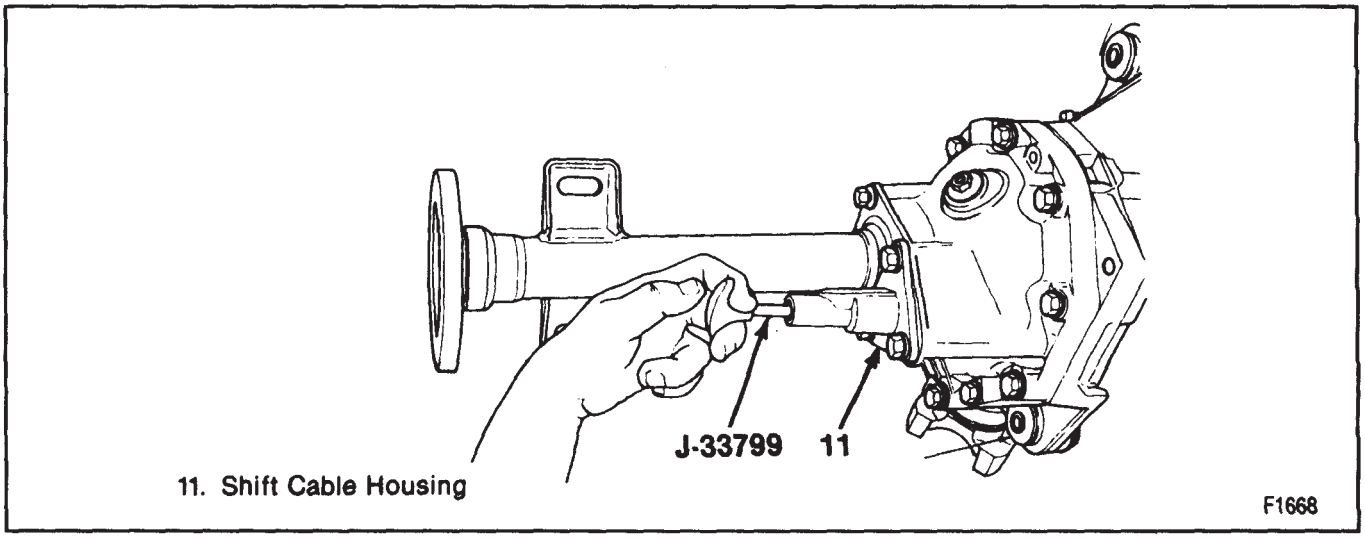

Figure 8—Checking the Shift Mechanism
- Operation of shift mechanism. Use J 33798 (figure 8). Insert the tool into the shift fork and check for rotation of the axle shaft.
6. Shift cable (10). Refer to "Shift Cable Replacement" in this section.
7. Wire to the indicator switch (13).
9. Drive axle (81) to the shaft (1).